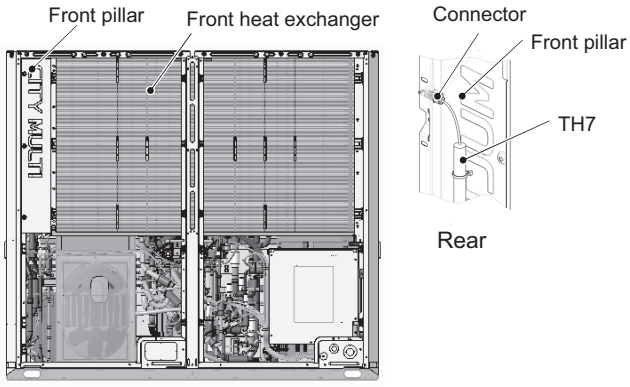

Figure 17
(15) Remove the front pillar by unscrewing the 7 screws. (See Figure 17.)
(16) Disconnect the TH7 sensor holder from the front pillar. (See Figure 17 Rear.)